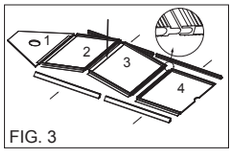

FIG. 3
5. Lijn het uitstekend deel van Plank 1 uit met de uitsparing van Plank 2 en duw beide delen samen. Lijn het uitstekend deel van Plank 3 uit met de uitsparing van Plank 4 en duw beide delen samen. (FIG. 3) Voor houten vloeren, gebruik de planksleuven om de twee planken te verbinden.
6. Til de Planken 2 en 3 op, lijn het uitstekend deel van Plank 2 uit met de uitsparing van Plank 3 en beide planken naar beneden zodat ze samenvallen. (FIG. 3)